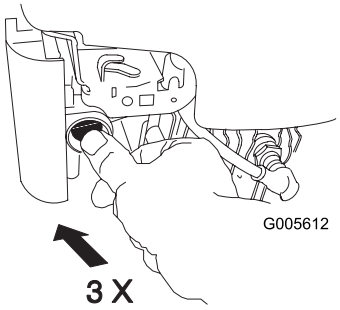

Figura 16
1. Carregue firmemente no êmbolo 3 vezes com o seu polegar, mantendo o êmbolo dentro durante um segundo antes de o soltar de cada vez (Figura 16).